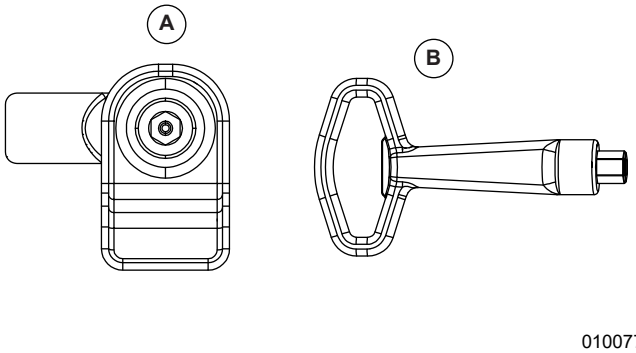

Figure 3-2. Access Panel Key and Latch (Typical)
1. See ***Figure 3-2***. Remove key (B) from bag attached to door of unit.